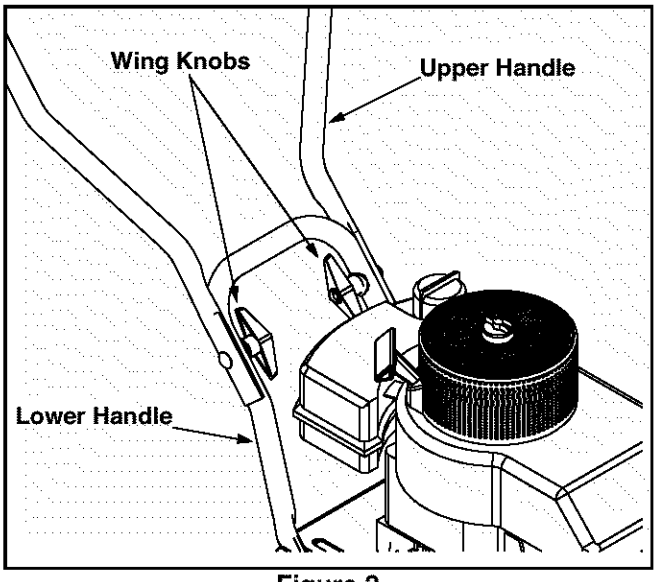

**Figure 2**
- Tighten the wing knobs which are located on both the left and right sides of the handle. See Figure 2 .